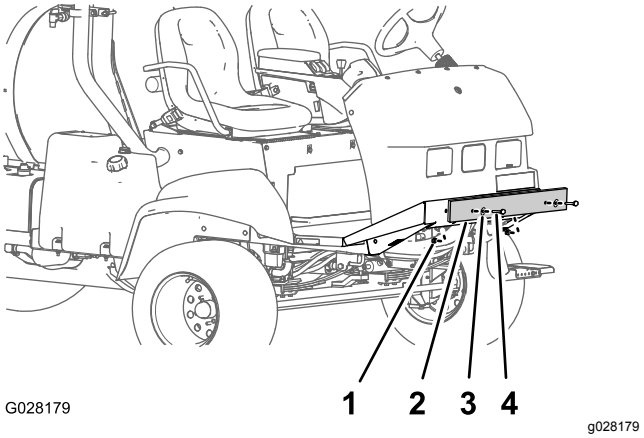

図 4
1. 出荷用のバンパーを前シャーシプレートに固定しているボルト、ワッシャ、ナットを取り外す図 4。
2. 機体から出荷用のバンパーを取り外す図 4。